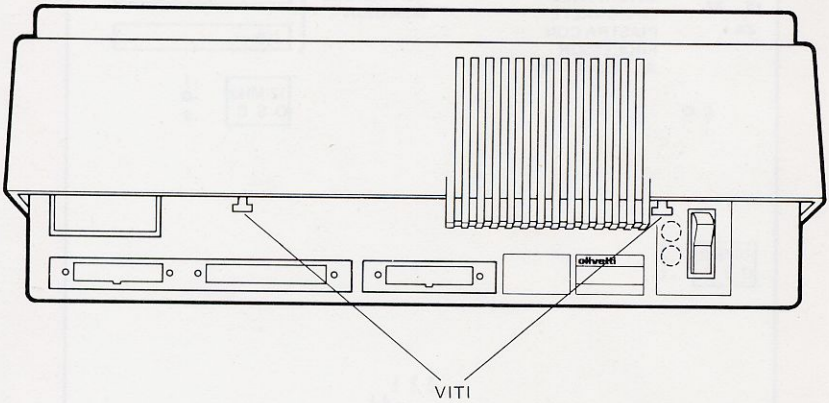

Figura B-3 Posizione delle viti
2. Allentare le due viti sul retro del coperchio (vedere Figura B-3).